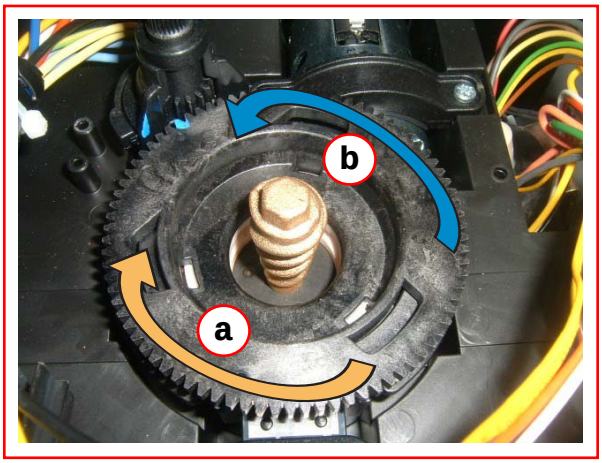

fig.1
1) Appuyer sur l'axe (rep.1 / fig.2) et tourner la bague (rep.2 / fig.2) dans le sens des aiguilles d'une montre (fig.1 / a) jusqu'à ce que les broyeurs soient complètement fermés (NE PAS FORCER).
2) Tourner ensuite la bague dans le sens inverse des aiguilles d'une montre (fig. 1 / b) de sorte que les deux points bleus (sur la bague supérieure et sur le bouton de mise en marche) soient l'un en face de l'autre (rep. 3 / fig.2).